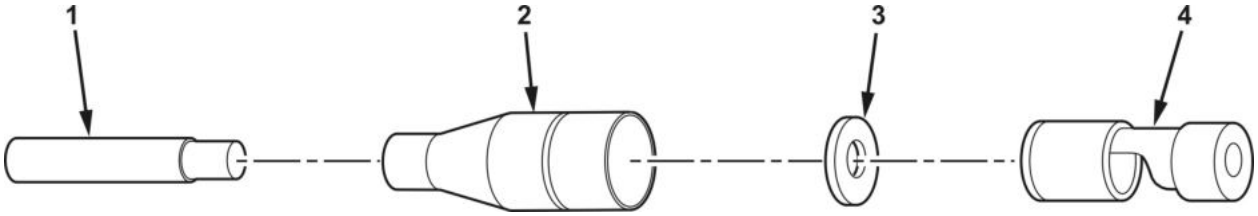

Figure 5. Female Cable Connector (With Washer) Replacement.
1. Strip insulation from cable (Figure 5, Item 1) approximately 1/8 in. (3 mm).
2. Slide shell (Figure 5, Item 2) and washer (Figure 5, Item 3) over cable (Figure 5, Item 1).
3. Place cable (Figure 5, Item 1) into cylindrical end of terminal (Figure 5, Item 4), and crimp.
4. Slide shell (Figure 5, Item 2) and washer (Figure 5, Item 3) over terminal (Figure 5, Item 4).
- Locknut Qty: 8 (WP 0073, Figure 5, Item 4)